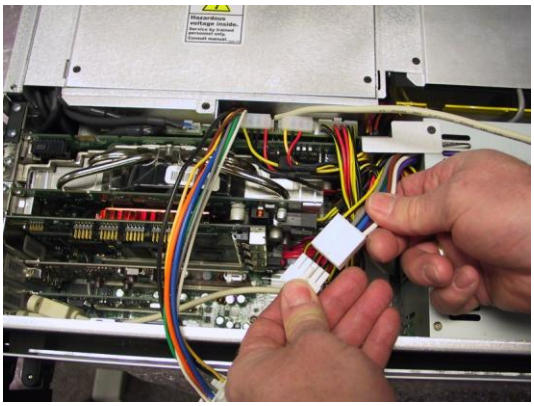

Figure 2-13
8) The system's main power supply is already equipped as standard with a custom cable that is to be connected to the UPS. This cable is used both to charge the UPS and to withdraw power form the UPS. Due to the fact that this cable supplies high voltages, it has a protective cap. Remove this protective cap as illustrated in Figure 2-13.